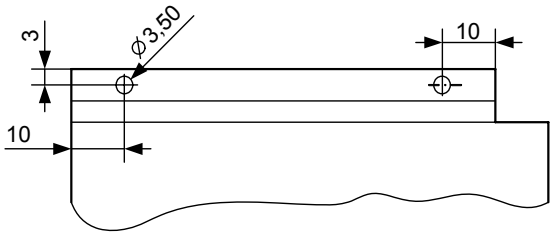

Рисунок 6.7
7. Завершите нанесение размеров на верхние окружности (рис. 6.7). Теперь все четыре окружности полностью определены.